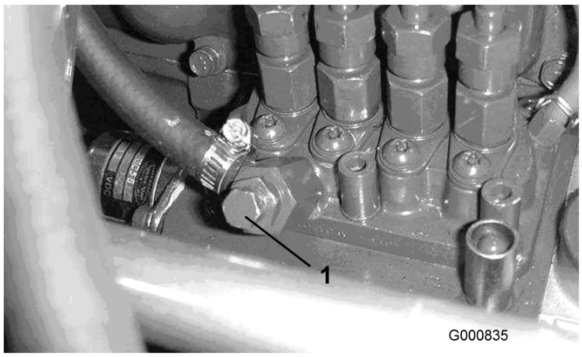

Figuur 24
5. Draai de ontluchtschroef op de brandstofinjectiepomp open (Figuur 24).